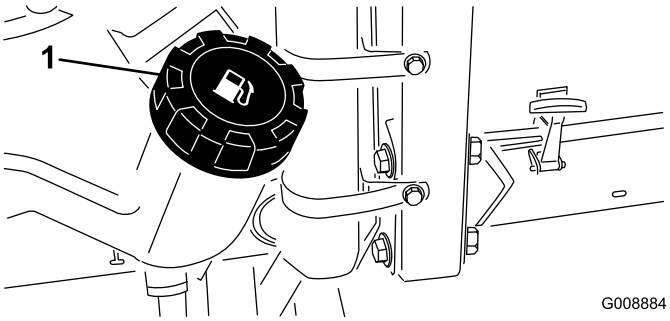

Figur 22
1. Rengør området omkring brændstoftankens dæksel (Figur 22).